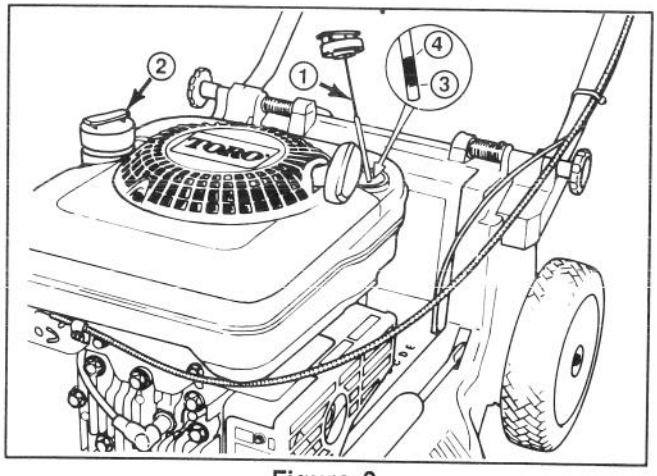

Figure 6
Before each use, assure oil level is between ADD and FULL mark (Fig. 6). Add oil if level is low.
3. Wipe dipstick and insert it into filler neck. Rotate cap 1/4 turn. Then remove dipstick and check level of oil (Fig. 6). If level is low, add only enough oil to raise level to FULL mark on dipstick. **DO NOT FILL ABOVE FULL MARK BECAUSE ENGINE COULD BE DAMAGED WHEN STARTED. POUR OIL SLOWLY.**
1. Clean around fuel tank cap and remove cap from tank (Fig. 6). Do not fill tank full. Using unleaded gasoline, fill fuel tank to within 6 to 13 mm (1/4" to 1/2") from top of tank, not into filler neck.
1. CHECK OIL LEVEL—Maintain oil level between ADD and FULL range as shown on dipstick (Fig. 6).
2. CUTTING AND BAGGING—Best results are achieved when only about 1/3 of the grass blade is cut. If long grass must be cut, use highest height-of-cut setting (E) for first mowing. Then recut the grass at a more normal setting. If too long of grass is cut, mower may plug and cause engine to stall.